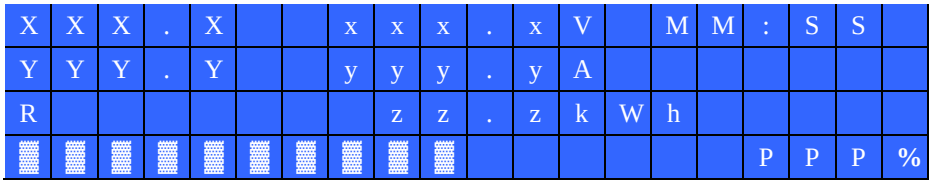

Рис.13
6.9 После этого ЗУ и BMS переходят в режим зарядки. На LCD появляется информация, рис. 13